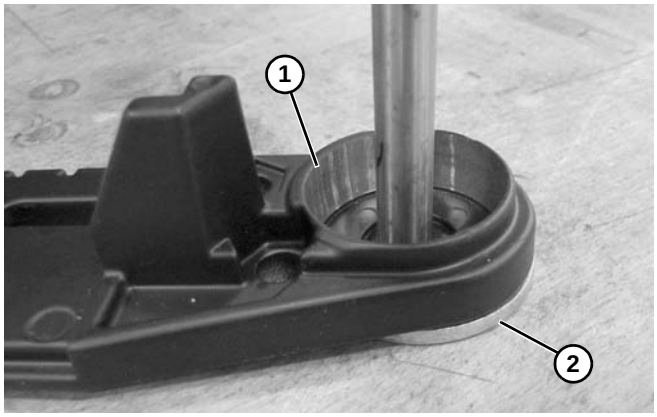

Figure 92
2. Placer la plaque arrière **(Figure 92, élément 1)** à plat avec sa face sur la rondelle **(Figure 92, élément 2)** ou sur l'établi avec un trou d'au moins 16 mm de diamètre.